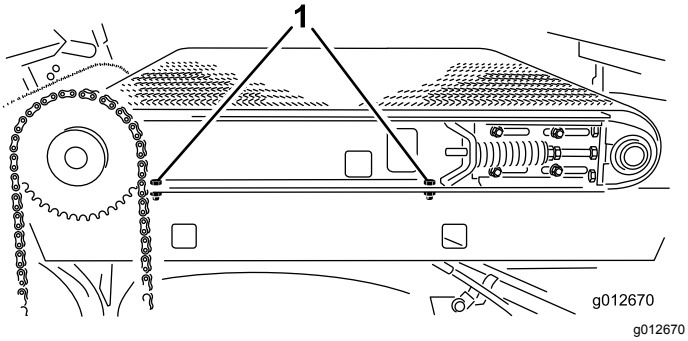

Rysunek 28
4. Po prawej stronie maszyny poluzuj 2 śruby mocujące szynę ramy ślizgowej do prawego błotnika (Rysunek 28). Upewnij się, że śruby mocujące są wystarczająco poluzowane, aby można było pochylić sanie ślizgowe.